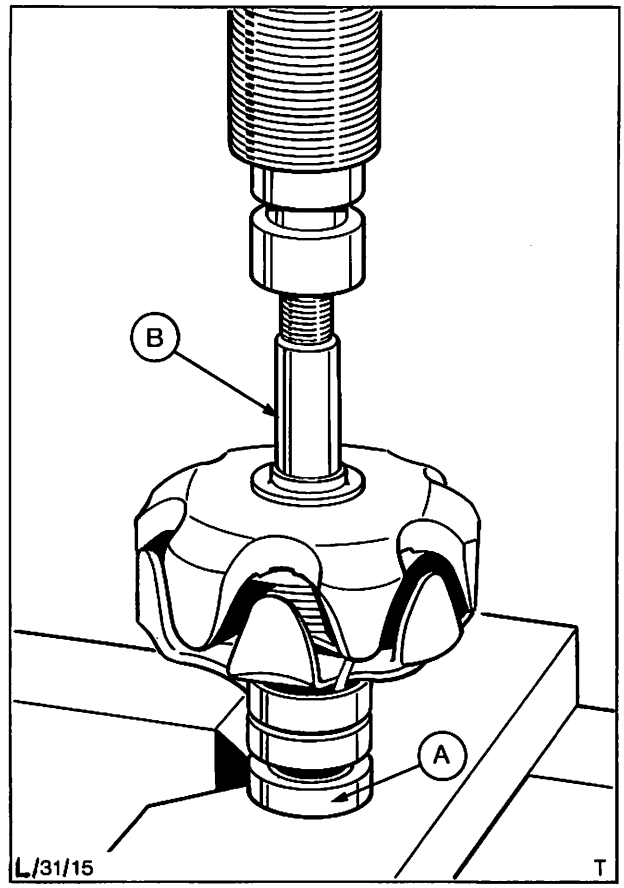

Abb. 28 Schleifringseitiges Lager aufpressen
16. Schleifringseitiges Lager, A in Abb. 28, auf die Läuferwelle, B in Abb. 28, pressen.